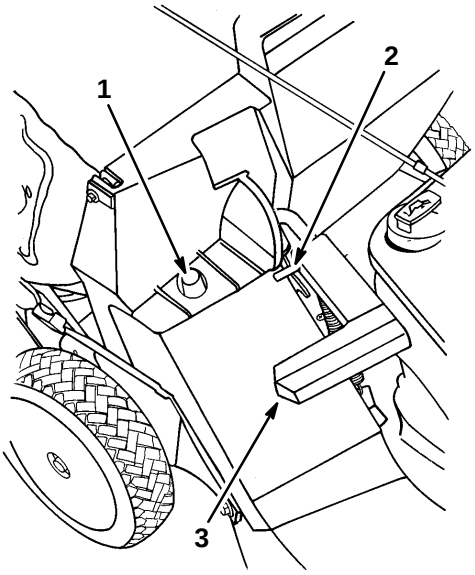

Figure 14
2. Ensure discharge door handle is fully forward and pin is engaged in catch (Fig. 14).
3. INSTALLING BAG—Slide hole in bag frame onto retaining post on discharge tunnel (Fig. 14). Set rear of bag frame onto lower handle.
5. EMPTYING BAG—Stop engine and wait for all moving parts to stop. Raise discharge door handle and move it forward to engage the locking pin with the catch (Fig. 14). Grasp handles at front and rear of bag and lift bag off mower. Gradually tip bag forward to empty clippings.